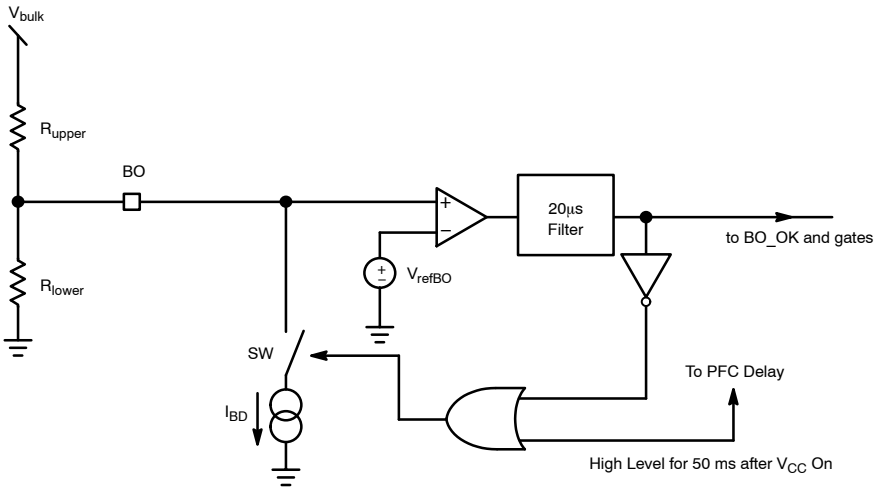

Figure 23. The internal Brown−Out Configuration with an Offset Current Sink
The Brown−Out circuitry (BO) offers a way to protect the application from low DC input voltages. Below a given level, the controller blocks the output pulses, above it, it authorizes them. The internal circuitry, depicted by Figure 23, offers a way to observe the high−voltage (HV) rail.